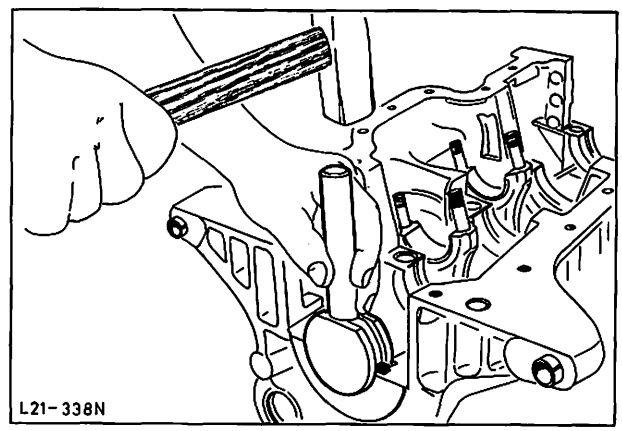

Abb. 58 Kurbelwellen-Dichtschnur mit Spezialwerkzeug 21-085 und einem Hammer einpressen
29. Hintere Kurbelwellen-Dichtschnur in Motorblock und Hauptlagerdeckel einsetzen, gleichmäßig verteilen und mit Spezialwerkzeug 21-085 und einem Hammer einpressen, Abb. 58. Prüfen, ob die Dichtschnur in ihrem Sitz zentriert und nicht zerdrückt ist. Seitliche Überstände der Dichtschnur mit Dichtfläche unbedingt bündig abschneiden. Es dürfen keine Fasern überstehen.